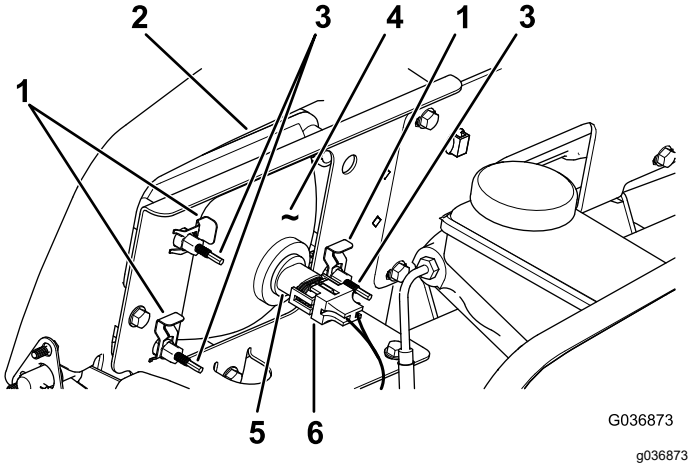

Figur 52
3. Frakobl det elektriske stik til ledningsnettet fra stikket på lampesamlingen (Figur 52).
4. Afmonter klemmerne, der fastgør forlygten til forlygtebeslaget (Figur 52).
5. Fjern forlygteenheden ved at føre den fremad og ud gennem åbningen i forkofangeren (Figur 52).
6. Monter den nye forlygte gennem åbningen i kofangeren (Figur 52).
8. Tilslut det elektriske stik til ledningsnettet til stikket på lampesamlingen (Figur 52).
2. Drej justeringsskruer (Figur 52) bag på forlygteenheden for at dreje forlygteenheden og rette positionen af lygtens lysstråle ind.